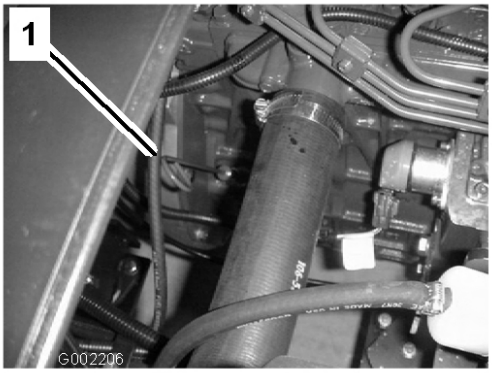

Figur 16
2. Ta ut oljestickan, som sitter under passagerarsätet, och torka av den med en ren trasa (Figur 16). Sätt ner oljestickan i röret och se till att den sitter fast ordentligt. Ta ur oljestickan och kontrollera oljenivån.